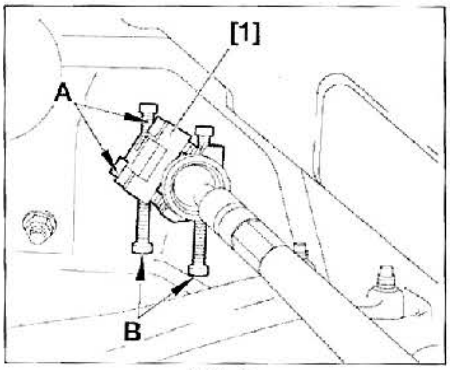

FIG. 11
• Separar el tubo de equilibrado de las presiones del fuelle de cremallera (2).
• Marcar la posición del fuelle de cremallera (2) con relación a la caja de dirección.
• Desmontar las abrazaderas (3).
• Desmontar el fuelle de cremallera (2).
• Situar el útil [1] (útil antirotación de cremallera ref. 0721.B) en la cremallera para que sus apoyos rotulados se asienten en la cuna **(fig. 11)**.